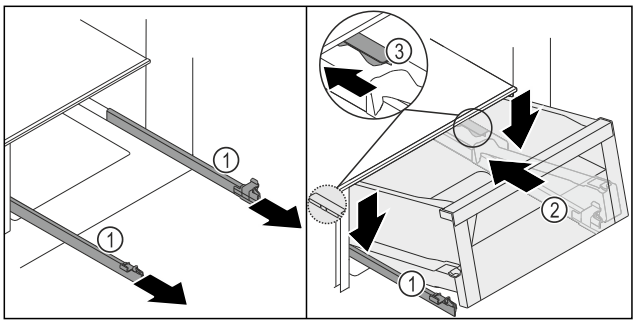
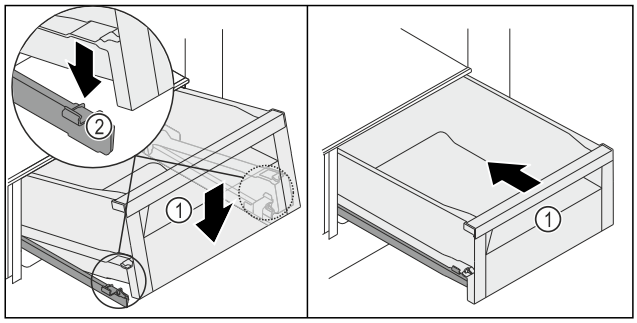

Fig. 117
Fig. 118
- ▶ Rails *Fig. 117 (1)* vasthouden en schuifvak *Fig. 117 (2)* van boven achter de stopper *Fig. 117 (3)* op de rails *Fig. 117 (1)* plaatsen.
- ▶ Schuifvak *Fig. 117 (2)* op de rails *Fig. 117 (1)* tot aan de aanslag naar achteren schuiven.
▶ Schuifvak *Fig. 117 (2)* aan de voorkant neerlaten zodat het schuifvak links en rechts in de klem *Fig. 118 (2)* glijdt.
▷ Schuifvak *Fig. 118 (1)* klikt hoorbaar vast.
▶ Schuifvak *Fig. 118 (1)* inschuiven.